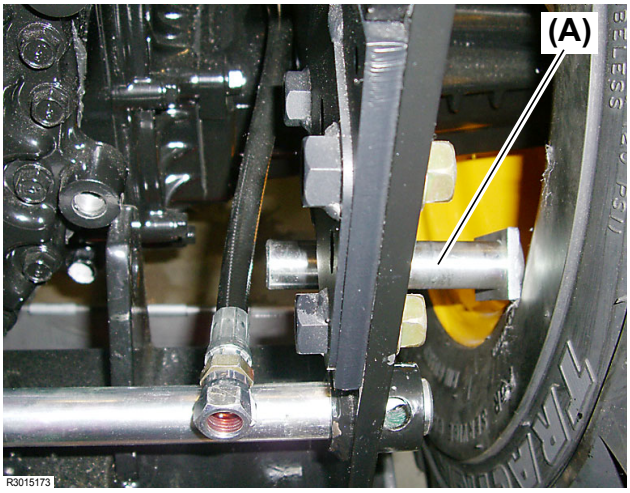
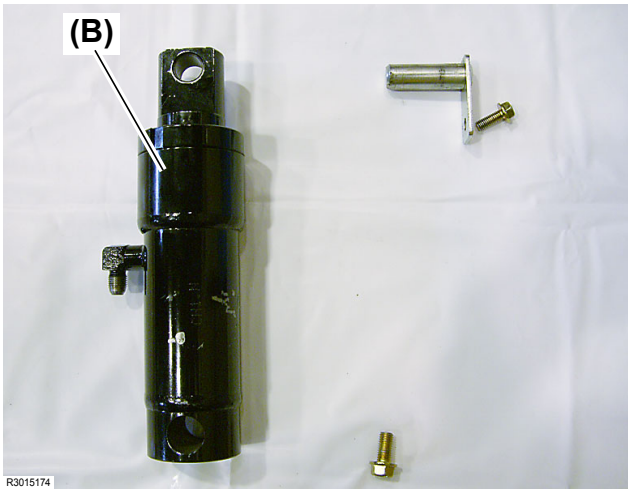

Fig. 6
Fig. 7
- The lift cylinder **(Fig. 7, (B))** can be separated even with the cylinder pin **(Fig. 6, (A))** not incompletely pulled out.
* Photo **(Fig. 7)** shows the separated lift cylinder.